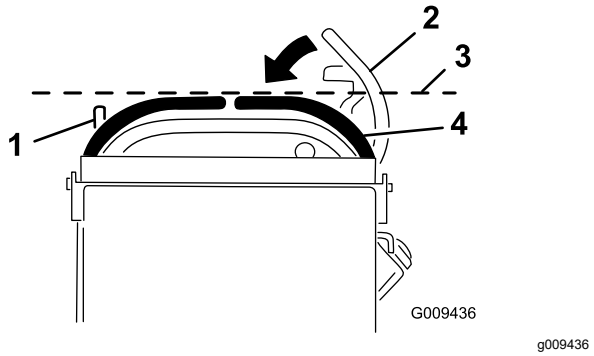

Figure 79
3. Abaissez les leviers de commande de déplacement hors de la position de BLOCAGE DU POINT MORT (Figure 79).
4. Vérifiez si le levier de commande de déplacement droit s'aligne horizontalement sur le levier de commande de déplacement gauche (Figure 79).